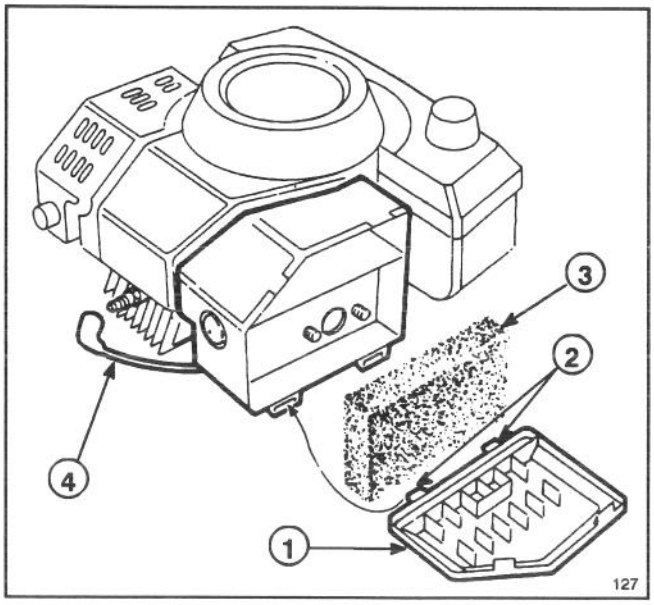

Figure 14
1. Stop engine and pull wire off spark plug (Fig. 14).
2. Lift tabs at top of air cleaner cover and pivot cover down (Fig. 14). Clean cover thoroughly.
3. If foam element is dirty, remove it from air cleaner body (Fig. 14). Clean thoroughly.
1. Stop engine and wait for it to cool. Pull wire off spark plug (Fig. 14).